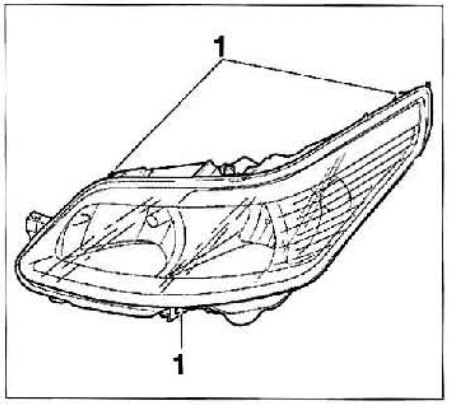

FIG. 7
• Desmontar los tornillos de fijación (1) **(fig. 7).**